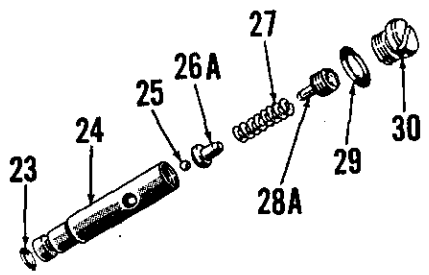

Fig. 430–Exploded view of late production detent regulating valve assembly for valves shown in Figs. 428 and 429.
Fig. 428–Exploded view of single spool remote control valve with spool detent (39) mechanism. Valve spool (7) is not shown removed from valve body; refer to Fig. 429. Refer to Fig. 430 for late production detent regulating valve assembly.
Fig. 429–Exploded view of two spool remote control valve assembly with spool detent (34 and 39) mechanism. Refer to Fig. 430 for view of late production detent regulating valve assembly.
To adjust the detent regulating valve, refer to Fig. 429 for double spool valve or to Fig. 428 for single spool valve and proceed as follows: Remove the regulating valve plug (30), then using an Allen wrench, turn the socket head adjusting screw (28) into valve body (24) to increase the detent release pressure or out to decrease release pressure. Reinstall plug with new sealing "O" ring (29) after completing the required adjustment. Late style detent regulating valve assembly is shown in Fig. 430.